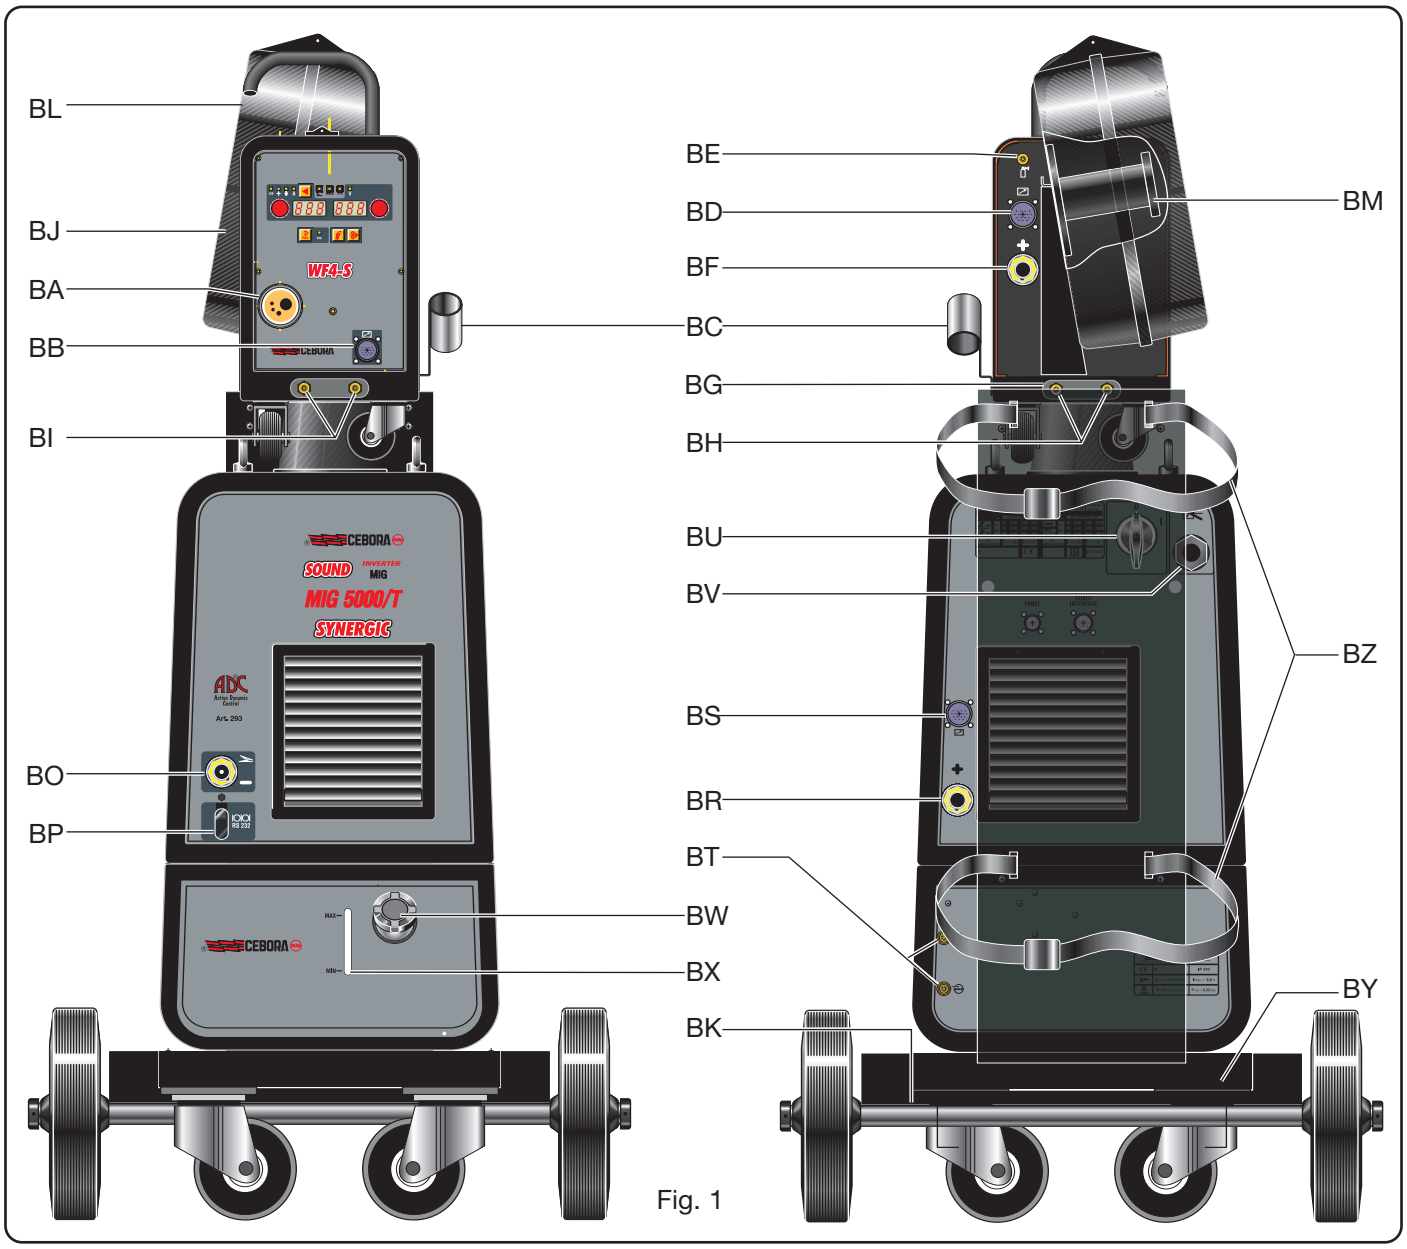

Fig. 1
2.1.2 Descrição do gerador (Fig. 1)
2.2.1 Descrição do cofré (Fig. 1)
2.3.3 DESCRIÇÃO DO GRUPO DE ARREFECIMENTO (Fig. 1)
2.4 COFRÉ DE TRANSPORTE (Fig. 1)